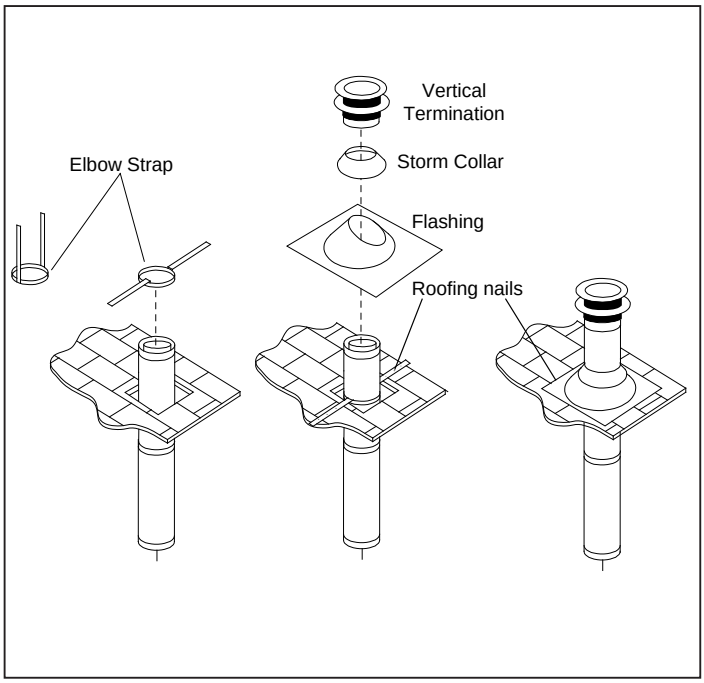

Figure 48. Vertical Vent Termination
Step 4. Measure roof pitch. Select the proper flashing and storm collar and determine the height above the roof (see Figure 48). A non-corrosive pipe material must be used for all exterior pipe lengths. Seal nail heads with silicone.